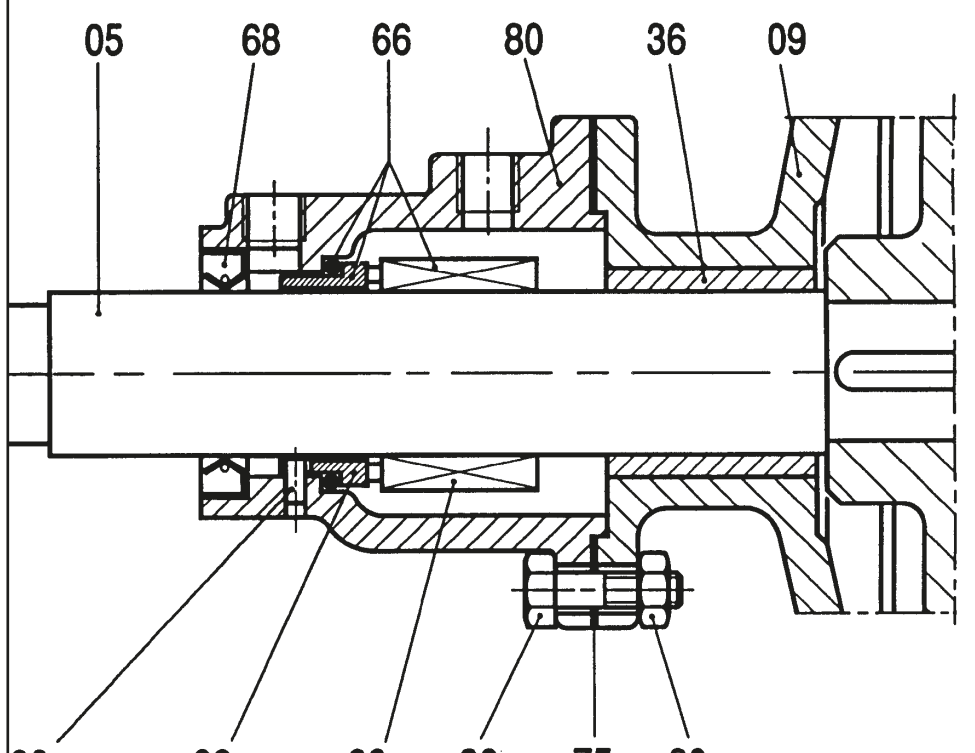

Abb. 21
12.5 Montage einfache mechanische Dichtung ST4, ST5, ST6 (Abb. 21)